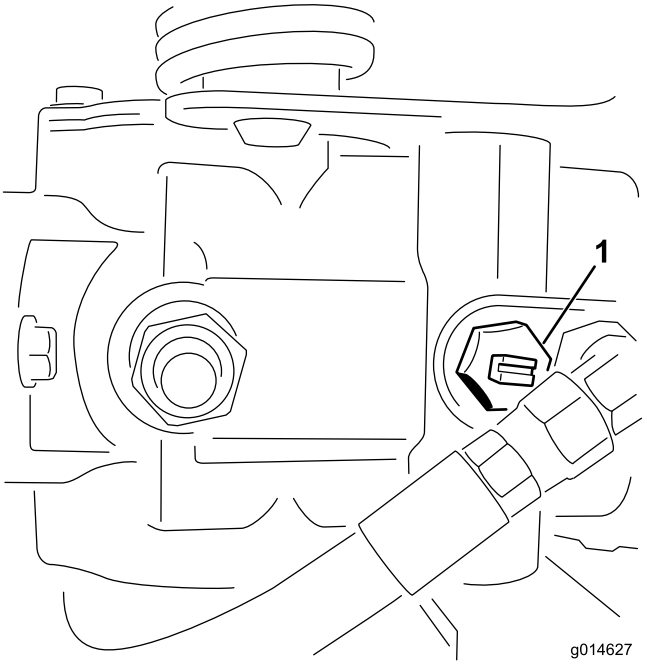

Figur 39
1. Finn omløpsventilen på pumpen, og vri den slik at åpningen står vertikalt (Figur 39).
2. Før du starter motoren, må du stenge omløpsventilen ved å vri den slik at åpningen står horisontalt (Figur 39). Ikke start motoren når ventilen er åpen.